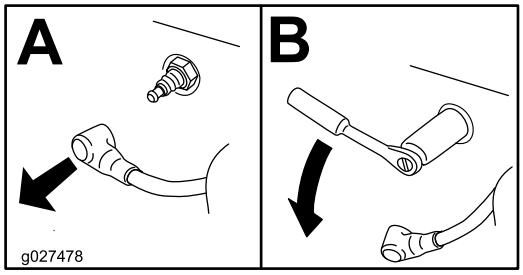

Figuur 38
3. Verwijder de bougie (Figuur 38).